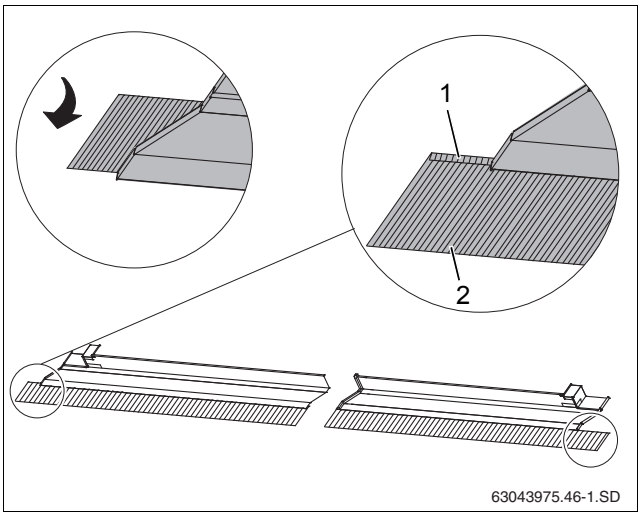

Рис. 42 Укладка свинцовых фартуков
- Загните вперед свинцовые фартуки всех накладных листов (рис. 42, [2]).
- Загните также вперед концы крайних накладных листов вверху (рис. 42, [1]).